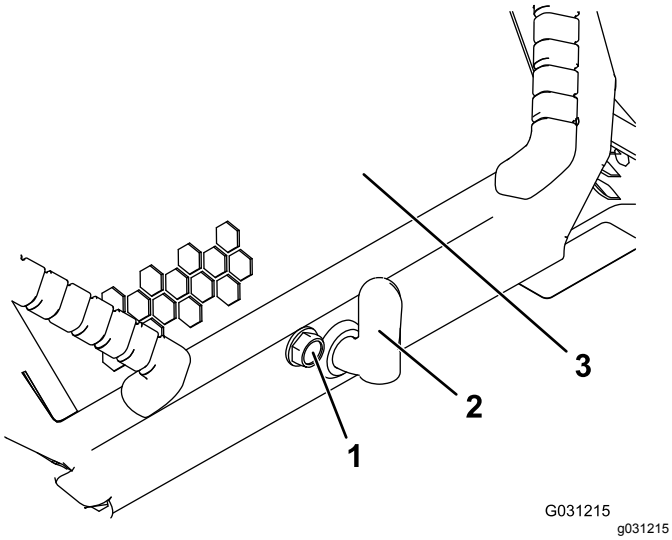

**Rysunek 39**
1. Poluzuj śrubę blokującą maskę (Rysunek 39).
2. Przekręć zaczep maski w prawo (Rysunek 39).
3. Unieś maskę do góry za ucha (Rysunek 39).
3. Dokręć śrubę mocującą maskę, unieruchamiając zaczep (Rysunek 39).